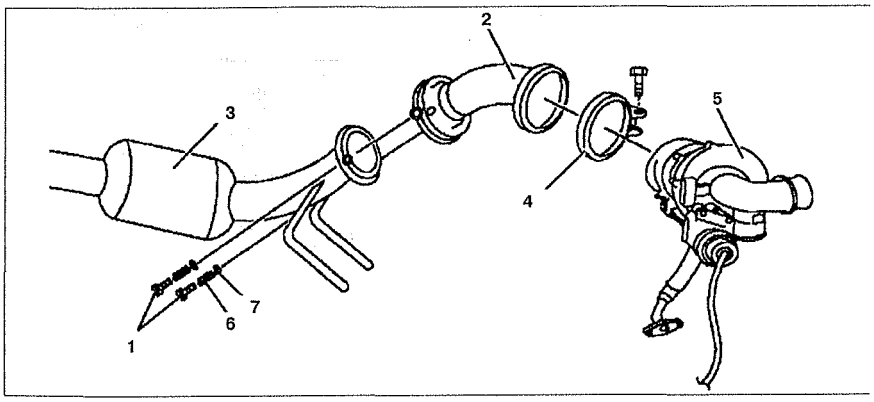

Рис. 5.43. Камера с повышенным давлением отработавших газов:
1. Открутите болт **1** крепления катализатора **3** к выпускному коллектору **2** (см.рис.5.43).